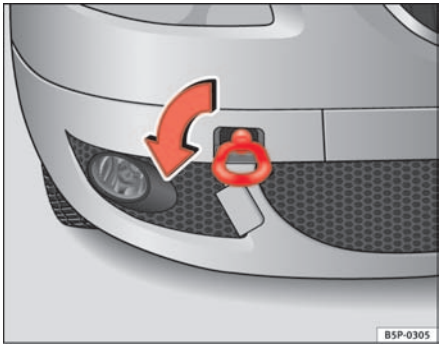
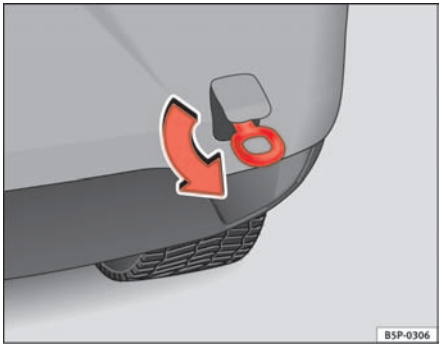

Fig. 199 The front right section of the vehicle: Fitting the front towing eye
Fig. 200 Fitting the towing eye to the rear of the vehicle
– Screw the towing eye as shown by arrow *anti-clockwise* to the limit position in the front ⇒ page 261, fig. 199 or rear ⇒ page 261, fig. 200 threaded hole.